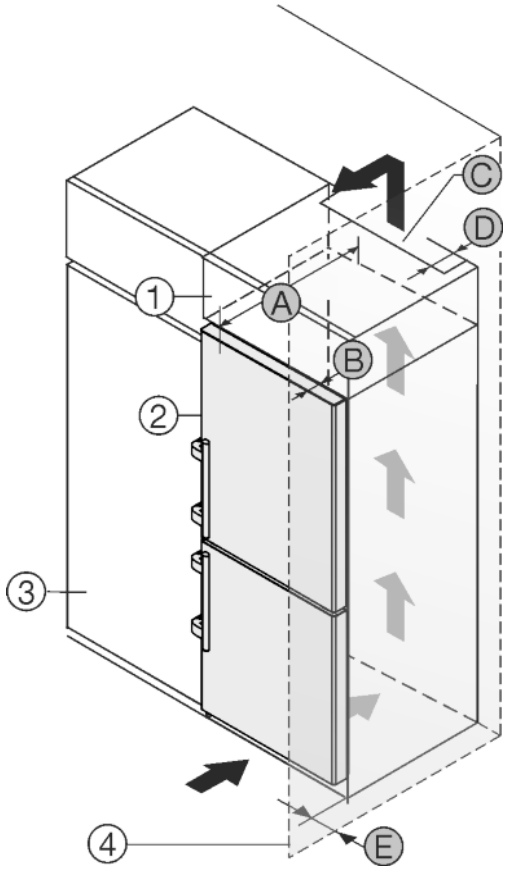

*Fig. 42*
The appliance can be built into kitchen units. A top cupboard *Fig. 42 (2)* can be added above the appliance in order to bring the appliance *Fig. 42 (1)* up to the height of the fitted kitchen units.
The appliance can be installed right next to the kitchen cabinet *Fig. 42 (3)*. The appliance must stick out by the depth *Fig. 42 (B)* from the front of the cabinet so that the doors can be opened fully. The appliance may protrude further depending on the depth of the kitchen cabinets and whether wall spacers are used.
- There must be a ventilation shaft with the depth *Fig. 42 (D)* at the back of the top cupboard over the entire width of the cupboard.
- The ventilation shaft *Fig. 42 (C)* must be observed under the ceiling.
If the appliance is installed with the hinges next to a wall *Fig. 42 (4)* the distance *Fig. 42 (E)* between the appliance and the wall must be observed. This is how far the handle protrudes when the door is open.